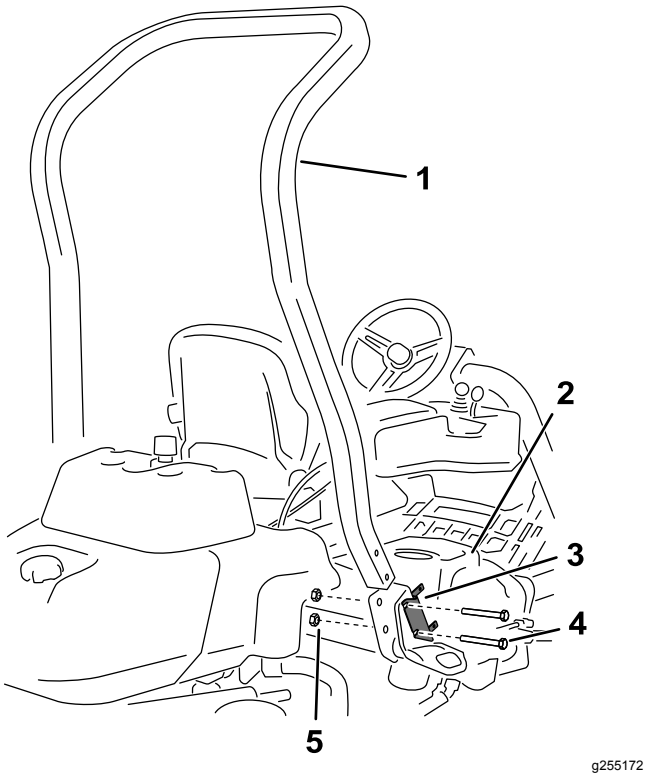

Figuur 3
4. Verwijder de 2 bouten waarmee de beugel van de zekeringhouder is bevestigd aan de beugel van de rolbeugel; zie Figuur 3.